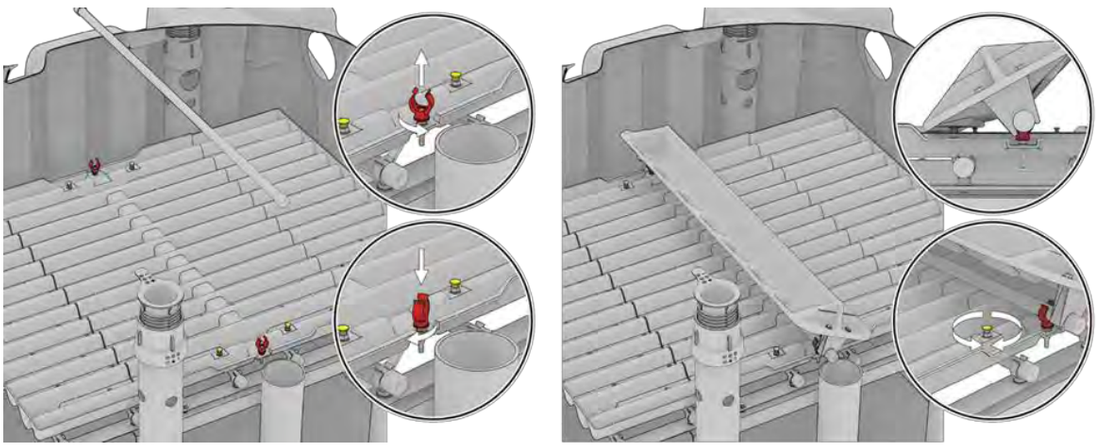

Fig. 58: Ajuster la planéité du système de répartition
4. Si nécessaire, ajuster l'alignement de l'axe support de l'auget basculant à l'aide des deux colliers plastiques (en rouge sur *Fig. 58)*. Le cas échéant, ajuster la position des taquets (en jaune sur *Fig. 58*) afin que l'auget soit en contact avec les deux à chaque basculement (2 taquets de part et d'autre de l'axe support).